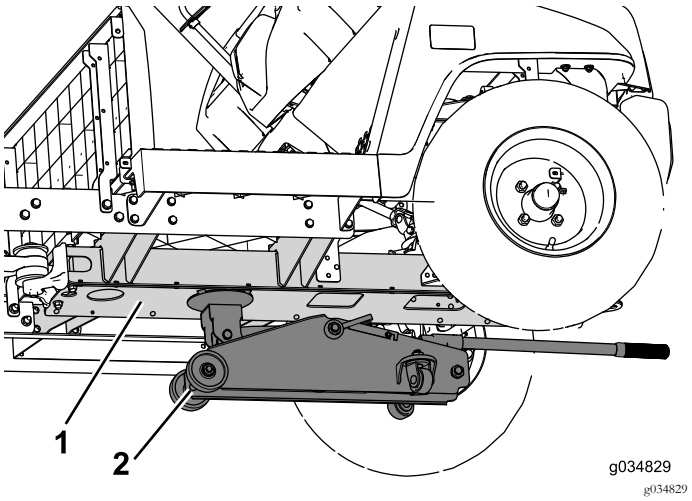

Figuur 15
1. Zet een vloerkrik onder het centrale kanaal om de voorkant van de machine te ondersteunen (Figuur 15).